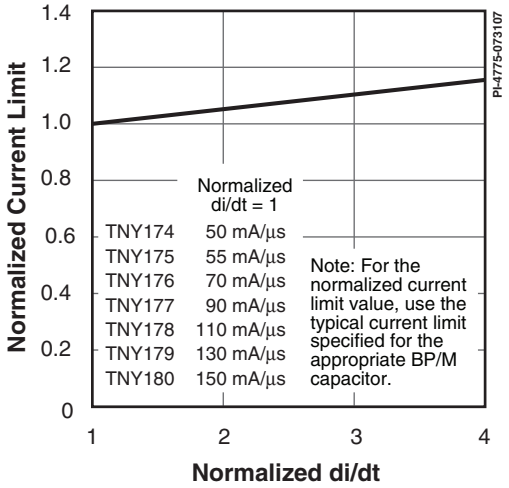

*Figure 21. Current Limit vs. di/dt.*
E. For current limit at other di/dt values, refer to Figure 21.